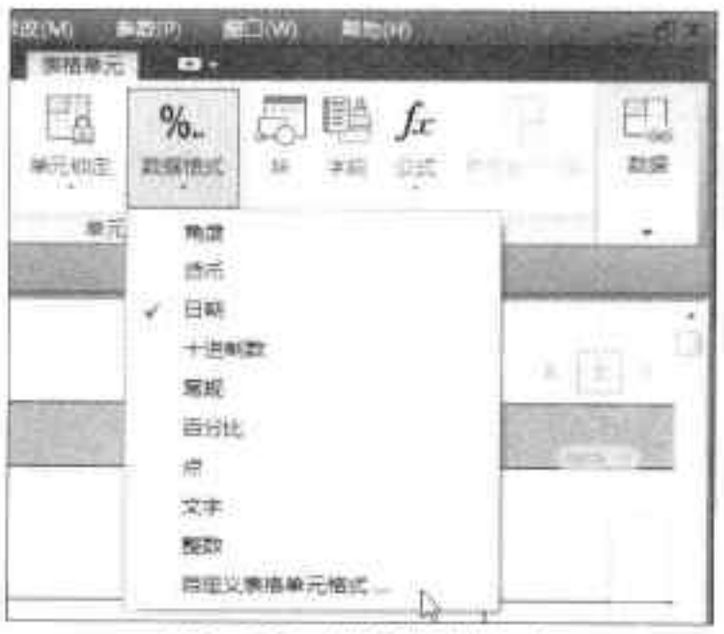

图8-87 选择相关命令
Step 01 在表格中，框选要设置的单元格，执行“表格单元>单元格式>数据格式”命令，在其下拉列表中选择“自定义表格单元格式”选项，如图8-87所示。